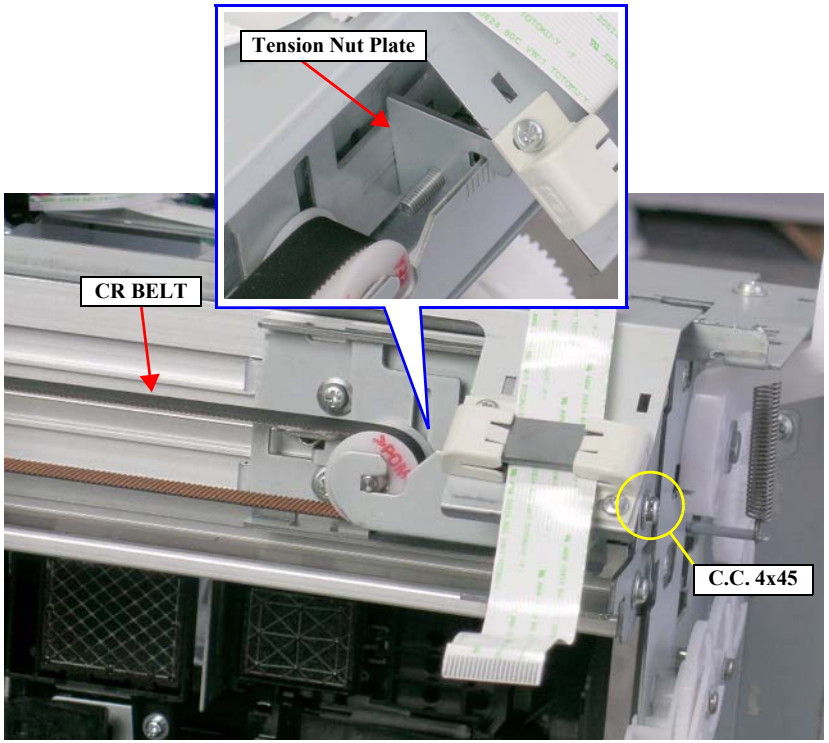

Figure 4-52. Releasing the CR BELT Tension
3. Loosen the screw that secures the Driven Pulley Tension Plate until the screw end does not protrude from the Tension Nut Plate, and release the tension of the CR BELT. *See Figure 4-52.*